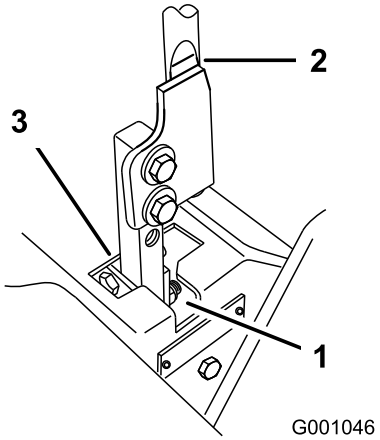

Figur 73
5. Flytt spaken til NØYTRAL stilling, men ikke låst (Figur 73).
6. Trekk spaken tilbake inntil splittpinnene (på armen under svingakselen) er i kontakt med endene på sporet (begynner så vidt å legge press på fjæren) (Figur 73).
7. Kontroller hvor det er mulig at kontrollspaken treffer hakket i konsollen (Figur 73). Den bør sentreres for å gi spaken mulighet til å svinge utover til NØYTRAL LÅSESTILLING.